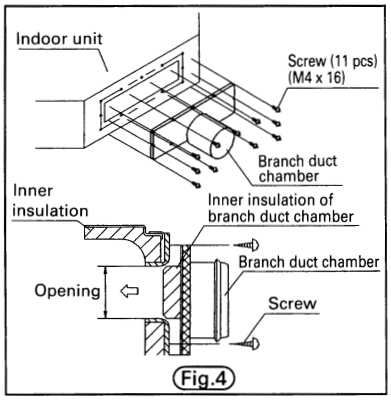

Fig.4
3) Install the branch duct chamber. (Fig.4)